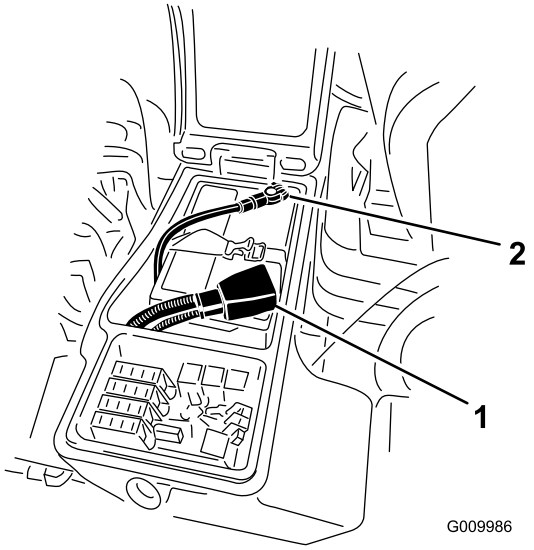

Bild 1
2. Klemmen Sie das Minuskabel vom Batteriepol ab (Bild 1).